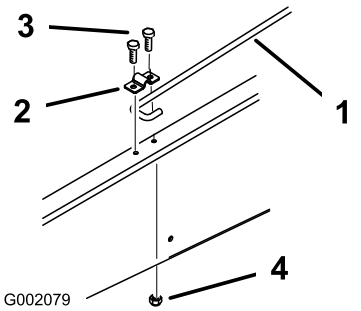

Figur 10
6. Løsn møtrikken, der fastgør støttepinds-klemmen til stellet, indtil du kan skubbe støttepindens J-krogende under klemmen (Figur 10).
7. Fastgør bolten og den anden side af klemmen med en ny bolt (5/16 x 3/4 tomme) og flangemøtrik (5/16 tomme) (Figur 10).